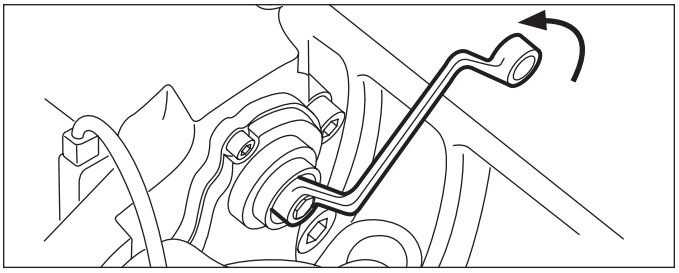

Figure 37 – Backing Off the Adjuster for Pad Removal
5.2.8 Use a 10 mm, six-point box wrench *(See Figure 37)* to turn the adjuster counterclockwise until sufficient space exists to remove the brake pads. A clicking noise occurs each time the adjuster turns.
5.2.19 Using the same tool, turn the shear adapter (61) **counterclockwise** and listen for the sound of three (3) clicks as the mechanism backs-off (increases) the running clearance. (*See Figure 37*).